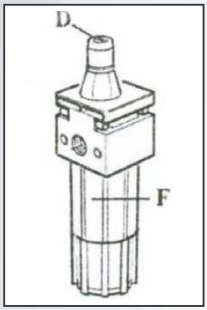

Рисунок 26
1. По возможности каждую неделю, но не реже одного раза в месяц, смазывайте направляющие ползунов зажимных кулачков, а также очищайте от загрязнений поворотный стол дизельным топливом. Регулярно проверяйте уровень масла в маслораспылителе. При необходимости доливайте масло, открутив стакан маслораспылителя F (рисунок 26).
2. Капля масла должна падать в прозрачный стакан маслораспылителя при каждом третьем или четвертом нажатии на педаль (11). В противном случае, отрегулируйте с помощью отвертки установочный винт D маслораспылителя (рисунок 26).